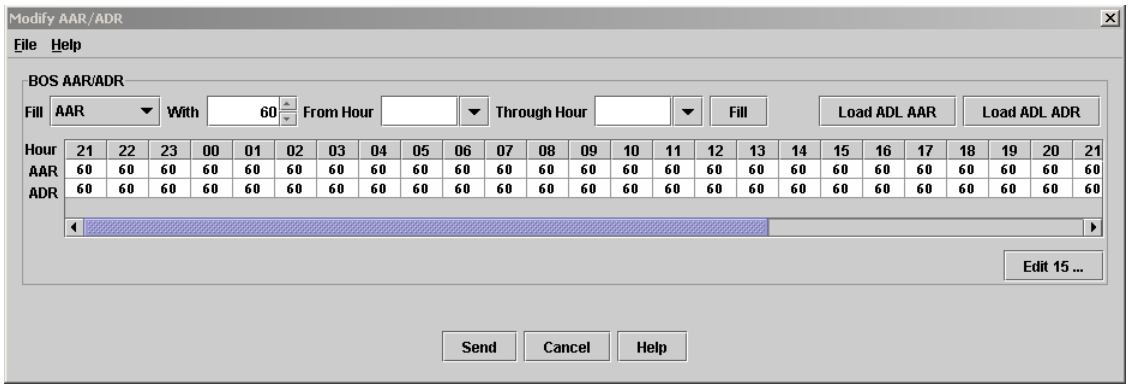

Figure 3 - 5: Modify AAR/ADR Window
- **ETMS Tools > ADL AAR/ADR > Modify AAR/ADR -** Allows you to modify ADL Arrival Rates/ADL Departure Rates including the ability to assign several different Airport Arrival Rates (AARs)/Airport Departure Rates (ADRs) within the same hour (see Figure 3 - 5).